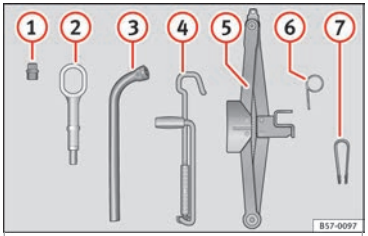

Fig. 68 Underneath the floor panel of the luggage compartment: vehicle tool kit.
- Fit the plastic clip (vehicle tools ››› **Fig. 68** (7)) over the cap until it clicks into place ››› **Fig. 69**.